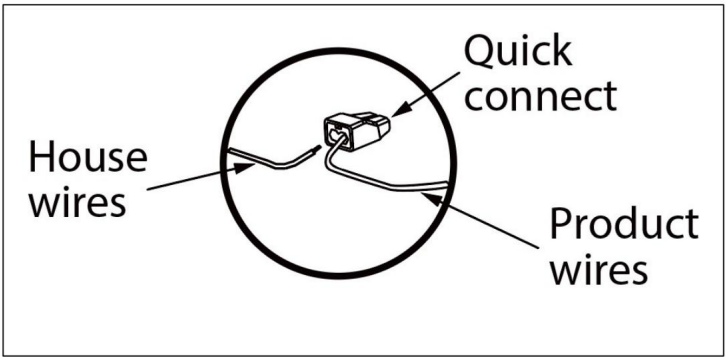

Fig.1.
3. Vérifiez que l'extrémité dénudée des fils est complètement insérée à l'arrière du connecteur. (Voir la Fig. 1.)